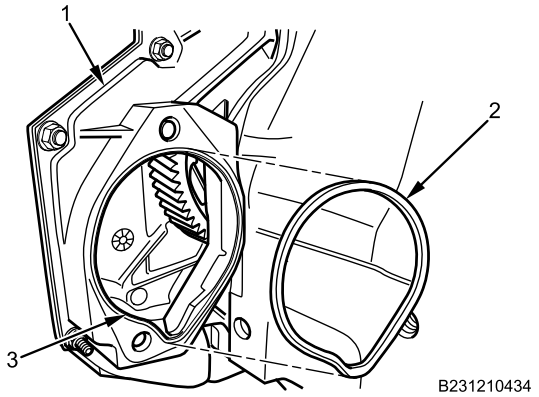

Figure 10. Air Compressor Front Cover Gasket.
1. Install new air compressor cover gasket (Figure 10, Item 2) on front cover (Figure 10, Item 1).